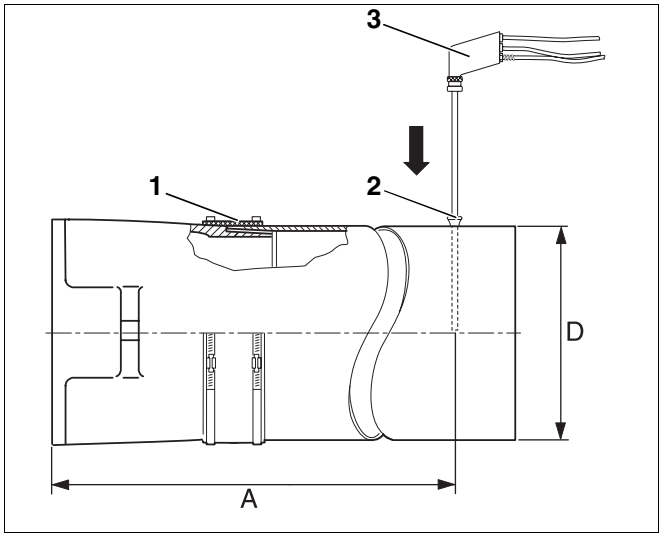

Abb. 13 Messwerte aufnehmen
Die Messungen erfolgen grundsätzlich im Abgasrohr (Abb. 13).
Die Messöffnung (Muffe; Abb. 13, **Pos. 2**) sollte im Abstand „A“ (ca. 2 × Durchmesser Abgasrohr „D“) vom Abgasstutzen angebracht werden (Abb. 13). Wenn die Abgasanlage unmittelbar nach dem Heizkessel mit einem Bogen angeschlossen ist, muss vor dem Bogen gemessen werden.
Wir empfehlen Ihnen, eine Abgasrohr-Abdichtmanschette (Abb. 13, **Pos. 1**) zu verwenden.
- Messsonde (Abb. 13, **Pos. 3**, Seite 17) bis in den Kernstrom (Mitte Abgasrohr) des Abgases eintauchen (höchste Abgastemperatur).